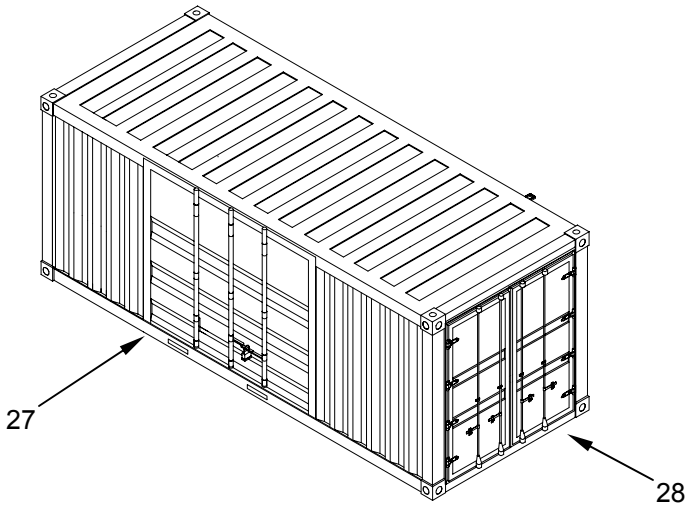

Figure 29. CBL Shut Down Procedure During NBC Imminent or Actual Attack.
19. Close center doors **(Figure 29, Item 27)** first, then end doors **(Figure 29, Item 28)**.